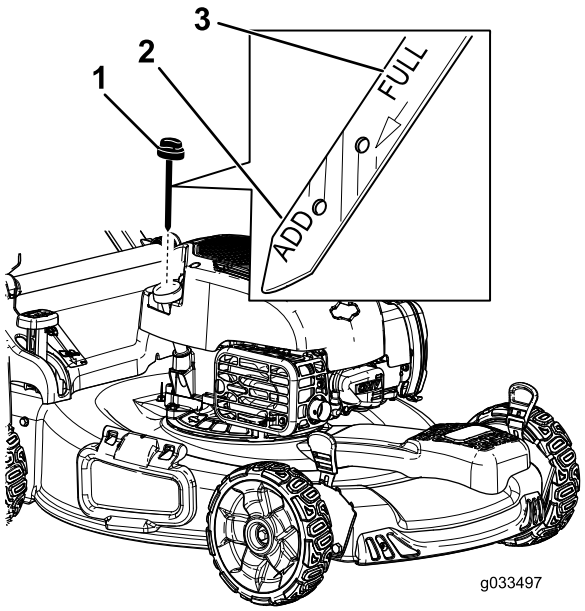

Figuur 14
2. Verwijder de peilstok (Figuur 14).
5. Haal de peilstok eruit en controleer het oliepeil; zie Figuur 14.